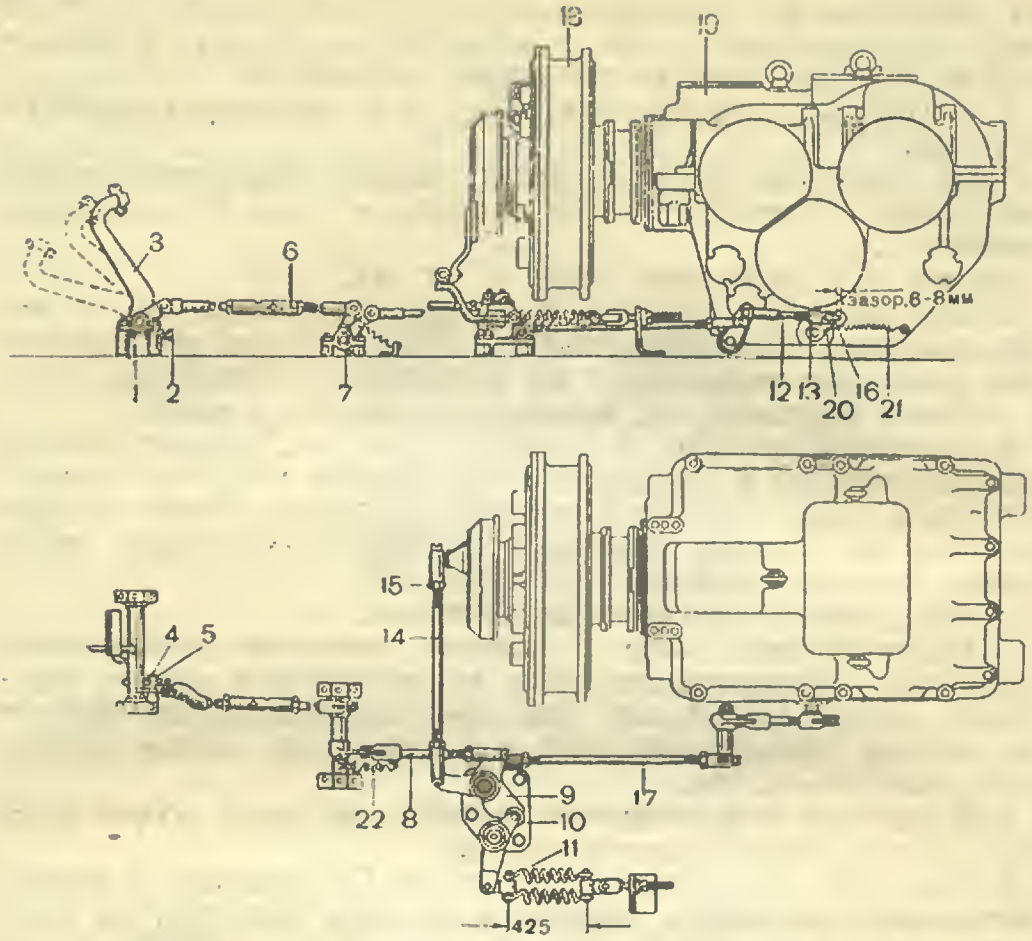
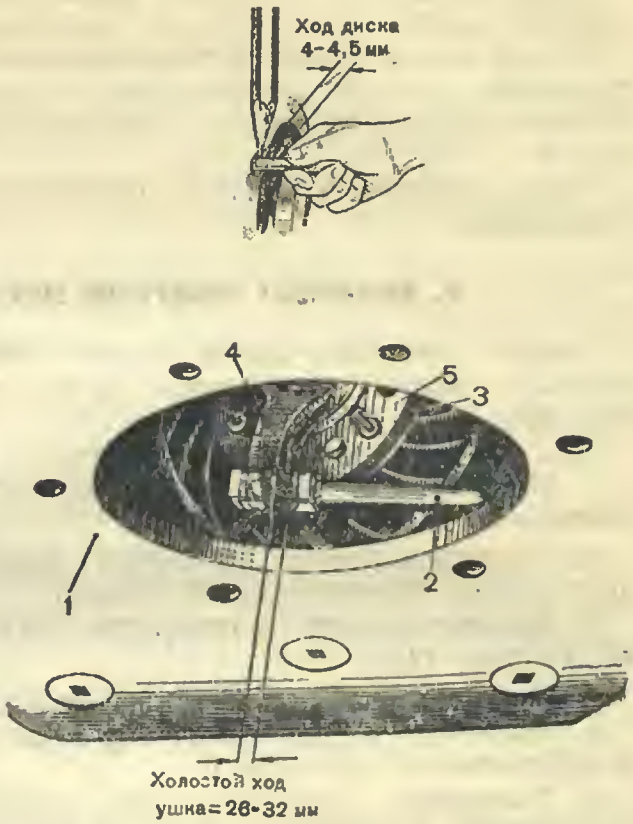

Рис. 148. Привод управления главным фрикционом (вид в плане):
Рис. 149. Проверка регулировки главного фрикциона:
1. Предварительно установить длину нажимных пружин *12* (рис. 148) сервомеханизма 400 мм. Проверить положение ролика *10*. Он должен занимать начальное положение, т. е. находиться в лунке рычага *9*.
1. Через люк в днище танка (рис. 149) отсоединить поперечную тягу *14* (рис. 148) от проушины чашки выключения фрикциона.
5. Присоединить поперечную тягу *14* (рис. 148) к проушине чашки выключения фрикциона.